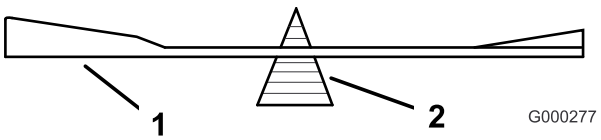
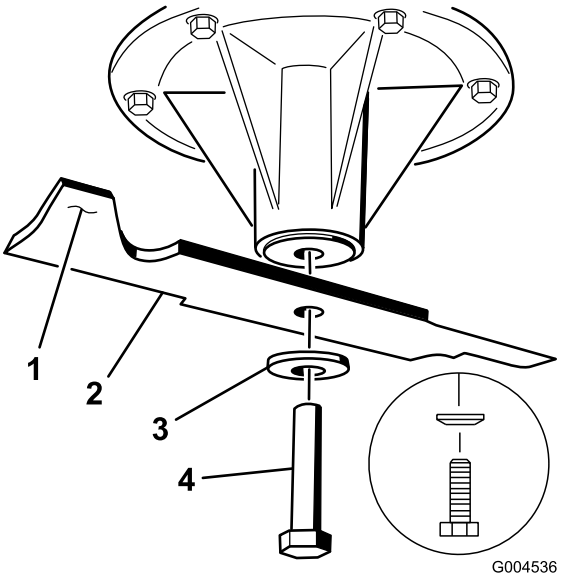

Rysunek 87
Rysunek 88
2. Odkręć śrubę ostrza, podkładkę wygiętą i zdejmij ostrze z wału wrzeciona (Rysunek 88).
2. Sprawdź wyważenie ostrza, układając je na równoważniku ostrzy (Rysunek 87). Jeżeli ostrze pozostaje w położeniu poziomym, wówczas jest wyważone i można go używać. Jeżeli ostrze nie jest wyważone, spiłuj nieco metalu z obszaru łopatki (Rysunek 88). Powtarzaj tę procedurę do momentu wyważenia ostrza.
1. Zamontuj ostrze na wale wrzeciona (Rysunek 88).
2. Zamontuj podkładkę wygiętą i śrubę ostrza. Stożek podkładki wygiętej musi być skierowany w stronę łba śruby (Rysunek 88).